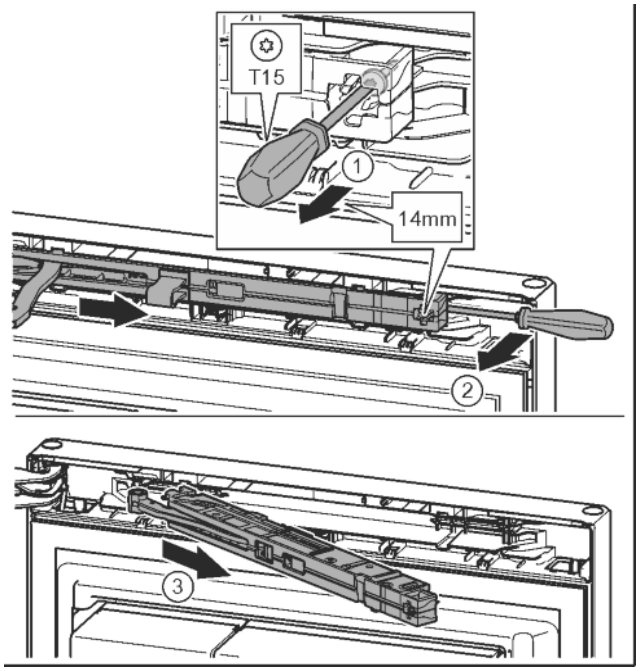

*Fig. 12*
▶ Undo the soft stop mechanism screw with a T15 screwdriver approx. 14 mm. *Fig. 12 (1)*
▶ Insert a screwdriver behind the soft stop mechanism on the handle side and rotate forwards. *Fig. 12 (2)*
▶ Remove the soft stop mechanism. *Fig. 12 (3)*